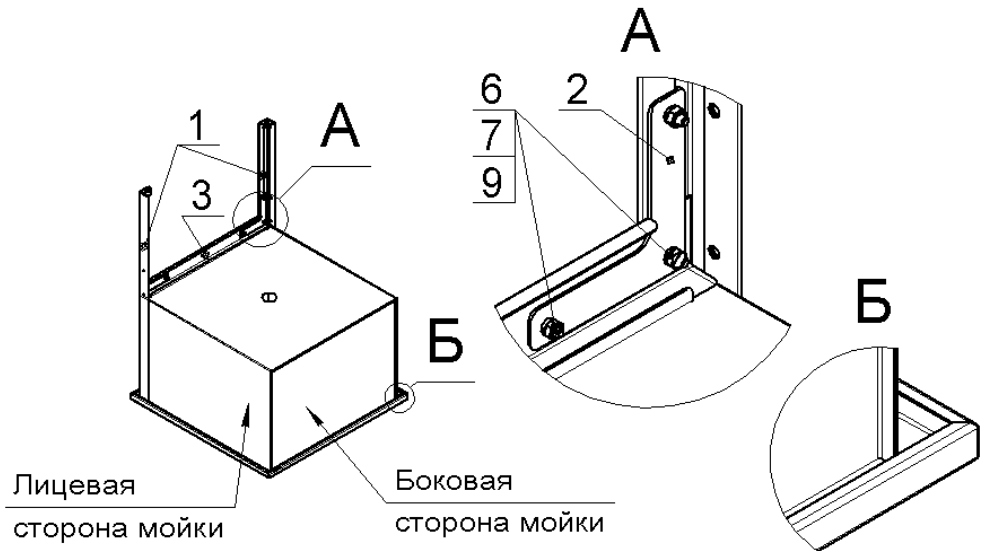

Рис.1
2. Рис.1: установить мойку на ровную поверхность, как показано на виде Б (в таком положении удобно производить сборку – дно мойки используется для поддержки профилей коротких).
3. Закрепить профиль короткий (3) и угольники (2) на стойках (1), при помощи болтов (6), гаек (7) и шайб (9), как показано на виде А (гайки окончательно не затягивать). В такой же последовательности собрать вторую боковую рамку каркаса.